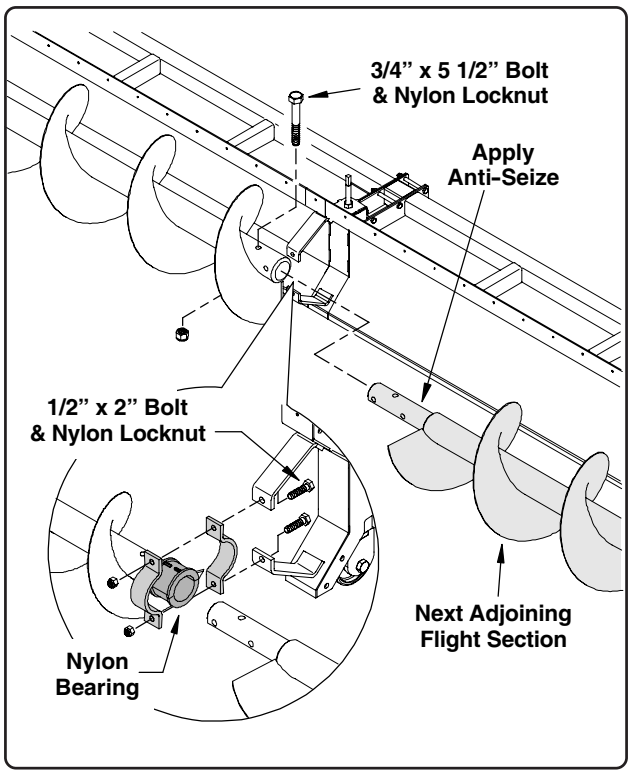
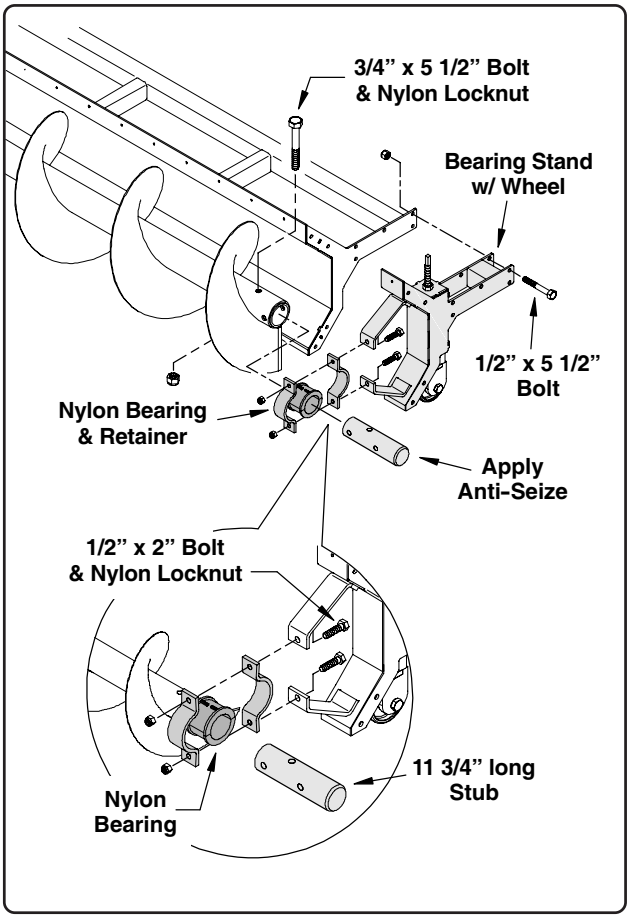

Fig. 9
Fig. 10
1. Loosely install the nylon bearing and retainers to the bearing stand using two (2) 1/2" x 2" bolts and nylon locknuts (See Fig. 9).
2. Apply an anti-seize compound to the stub on the next adjoining flight section. Insert the stub through the nylon bearing and into the first section of flight. Secure the flight using three (3) 3/4" x 5 1/2" bolts and nylon locknuts.
4. Continue this process until all flight sections have been installed. When the last flight section is installed a connecting stub will be used to make the connection to the bearing stand (See Fig. 10).